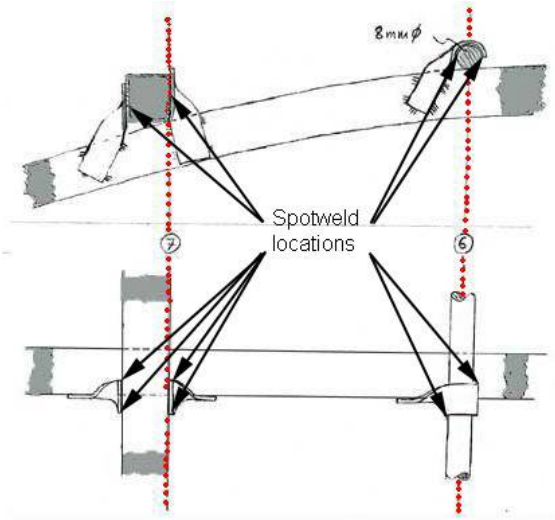
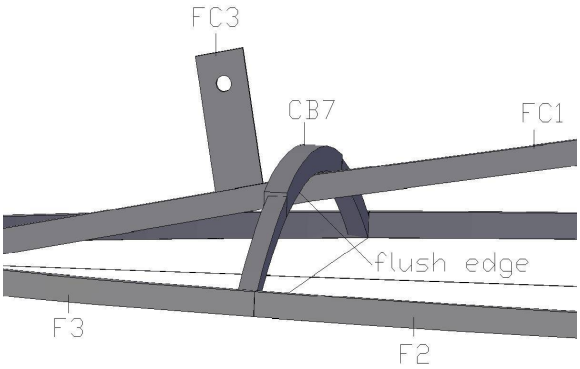

Fig. 55: soudure par point des CBs
Fig. 56: alignement de CB7
7. Vérifier que le barre centrale (FC1) soit bien centrée. Lier CB4 à FCcb de la barre centrale par des points de soudure (trop de chaleur provoque de la distorsion des barres transversales). Voir fig55.
9. Placer CB7 sur la barre centrale comme présenté sur la fig55. Le coté plat de CB7 doit être aligné à la ligne 7 du gabarit. Voir Fig56. Fixer CB7 de la même manière que les barres transversales précédentes.